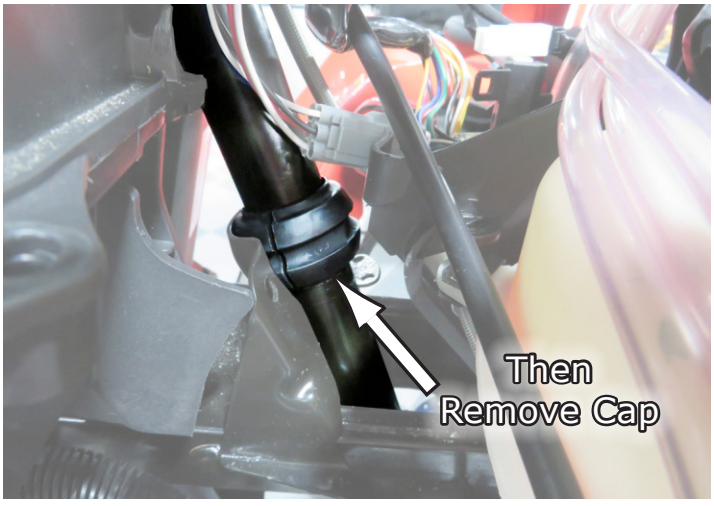

**Fig.43**
**35**. Now remove the bolts holding the Rod retainer bracket on as shown in **Fig.41-42**, one on each side of it. Then remove the cap as shown in **Fig.43**. This will get you ready to remove the steering rod in the steps ahead.